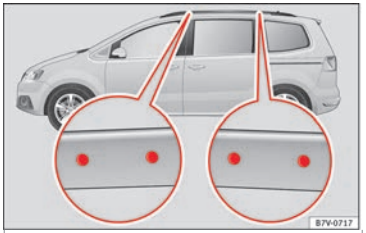

Fig. 174 Attachment points for the basic support and the roof carrier system
The position openings are located on the inner side of the side roof rods ››› Fig. 174.
- **The base support should only be fitted to the points indicated in the diagram ››› Fig. 174.**